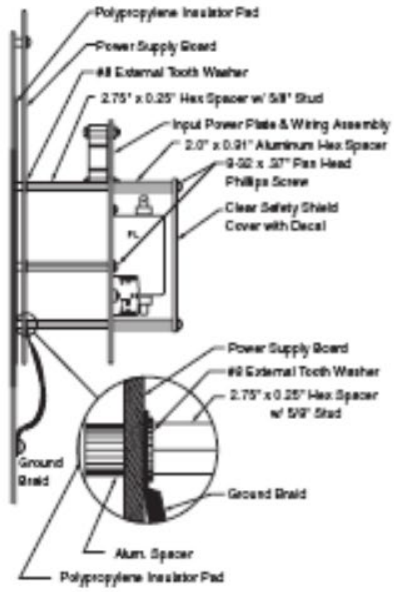

Figure 4.
1. Place polypropylene insulator pad over aluminum spacers against back panel. See Figure 4, 5, and 6 for steps 1 through 12.